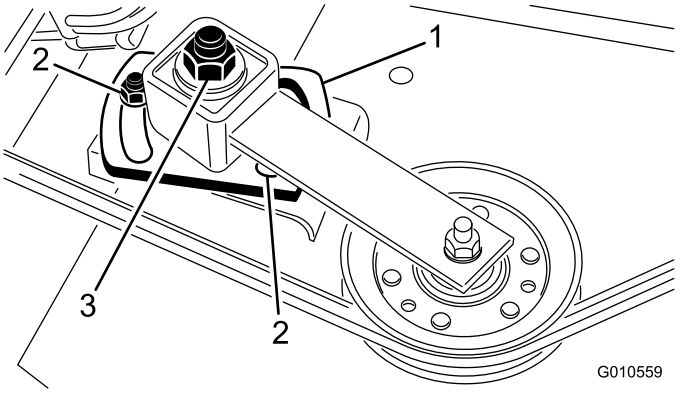

Figuur 30
5. Gebruik een inbussleutel en een momentsleutel en draai de stelmoer van de spanpoelie vast met 47-54 Nm (Figuur 30).